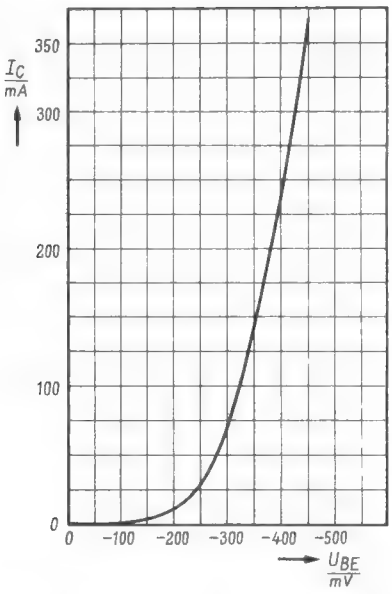

Bild 5. Steuerkennlinie des Transistors AC 152
Die Spannung $U_{BE\,2}$ kann dabei nicht vernachlässigt werden, da die anderen Spannungen nicht viel größer sind. Nach der Steuerkennlinie für den Transistor AC 152 (*Bild 5*) ist bei einem Kollektorstrom I_c von 24 mA die Basis-Emitterspannung $U_{BE\,2}$ gleich 230 mV. Um diesen Betrag muß die Spannung U_2 größer sein als die Summenspannung $U_3 + U_4$, damit der Kollektorstrom von 24 mA fließt. Diese Summenspannung ist gleich der Zenerspannung von 7 V, die Spannung U_2 muß also 7,23 V betragen. Damit ergibt sich
Am Widerstand R 4 muß eine Spannung abfallen, die nach der Kennlinie Bild 5 für $I_c = 45$ mA um $U_{BE\,2} = 0{,}275$ V kleiner ist als die Spannung U_2. Dagegen ist U_4 die Normalspannung für die niedrigste Ausgangsspannung, also $U_a = 4$ V. Durch den Spannungsteiler R 2 + R 3 fließen bei 4 V Ausgangsspannung 4 mA, dann wird $U_2 = 290\ \Omega \cdot 0{,}004$ A $= 1{,}16$ V. Nach Gleichung (4) ist dann